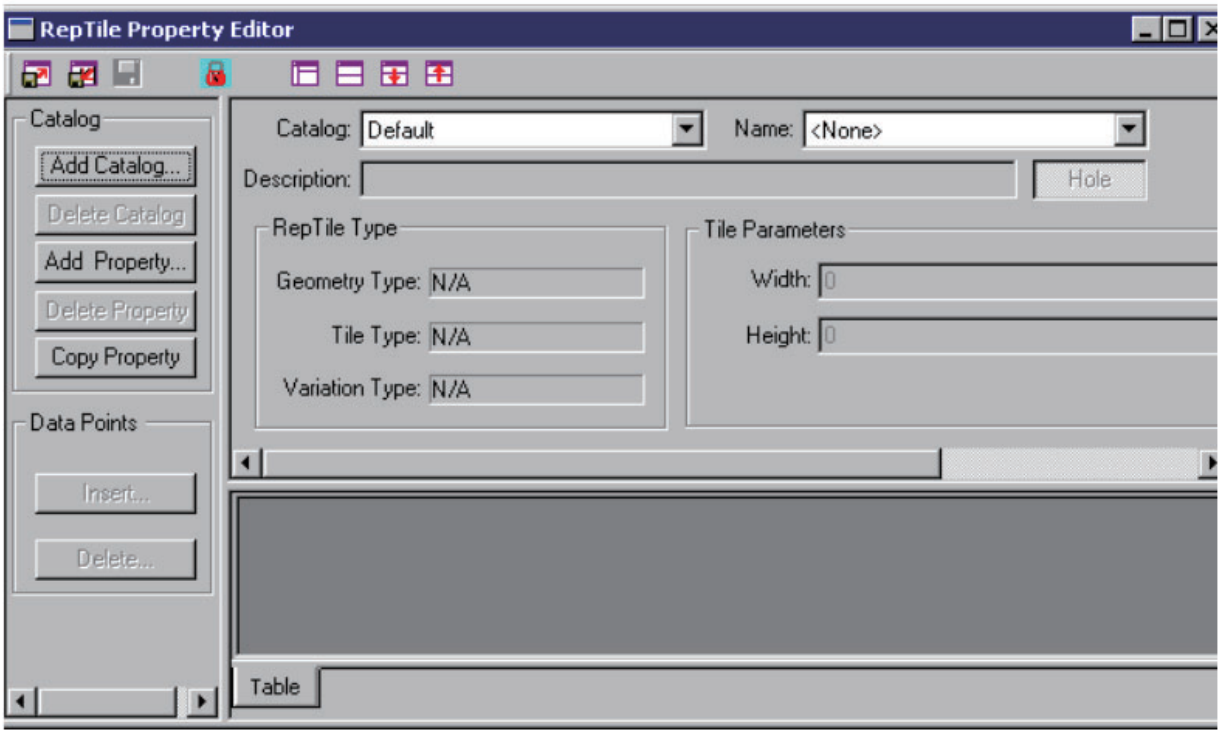

FIGURE 9.3 - The RepTile Property editor with no property selected.
まず、フレネルレンズを記述する RepTile サーフェスプロパティを作成します**定義**｜**プロパティデータの編集**｜**レプタイルプロパティ**を選択して、 r エプタイルプロパティエディタを開きます。エディタは図 9.3 のように表示されます。
1. メニューから**定義｜プロパティデータの編集｜レプタイルプロパティ**を選択し、レプタイルプロパティエディタを開きます。エディタはページ 9.2 の図 9.3 にあるように開きます。